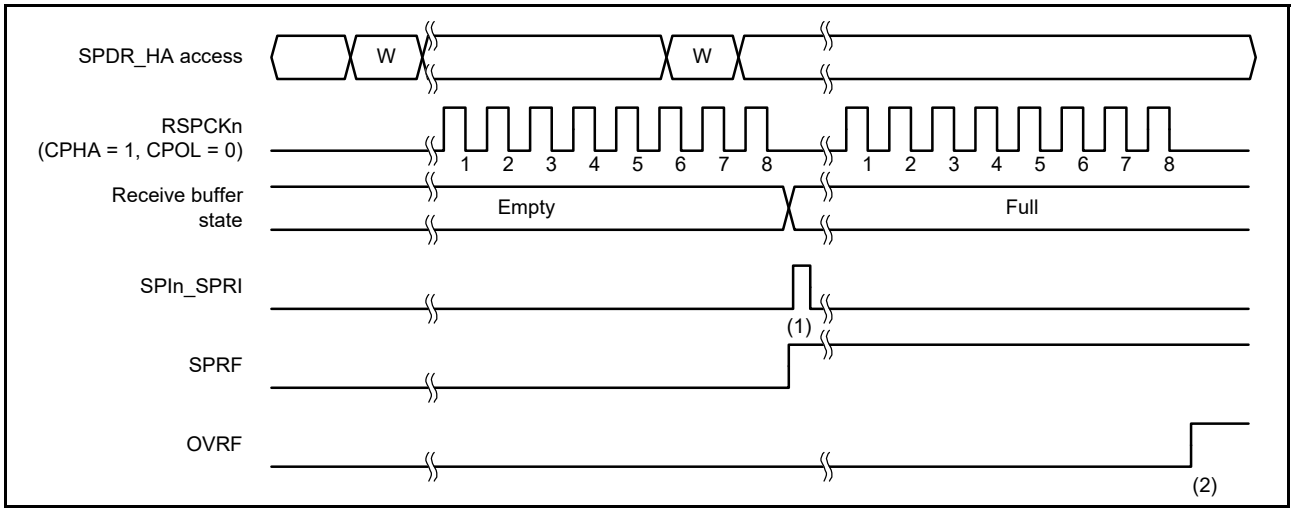
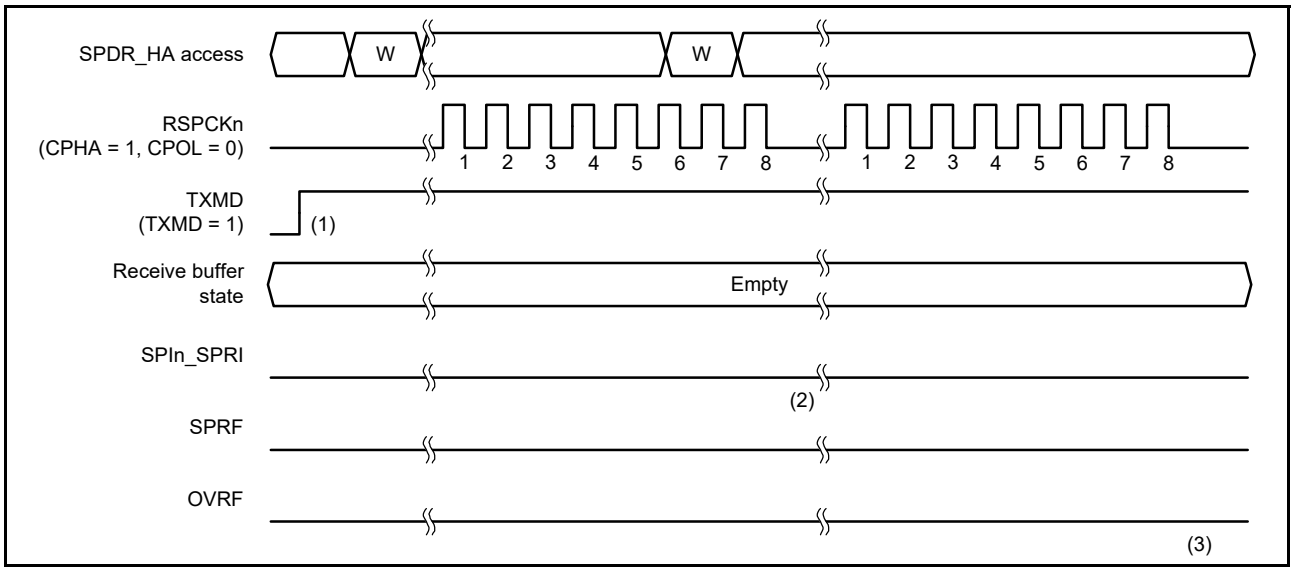

Figure 30.24 Operation example when SPCR.TXMD = 0
Figure 30.25 Operation example when SPCR.TXMD = 1
Full-duplex synchronous serial communications or transmit operations can only be selected by the communications operating mode select bit (SPCR.TXMD). The register accesses shown in Figure 30.24 and Figure 30.25 indicate the condition of access to the SPDR/SPDR_HA register, where W denotes a write cycle.
Figure 30.24 shows an example operation where the Communications Operating Mode Select bit (SPCR.TXMD) is set to 0. In the example, the SPI performs an 8-bit serial transfer in which the SPCMD0.CPHA bit is 1 and the SPCMD0.CPOL bit is 0. The numbers given for RSPCKn in the waveform represent the number of RSPCK cycles, such as the number of transferred bits.
The operation of the flags at timings (1) and (2) in Figure 30.24 is as follows:
Figure 30.25 shows an operation example where the Communications Operating Mode Select bit (SPCR.TXMD) is set to 1. In this example, the SPI performs an 8-bit serial transfer in which the SPCMD0.CPHA bit is 1 and the SPCMD0.CPOL bit is 0. The numbers given for RSPCKn in the waveform represent the number of RSPCK cycles, such as the number of transferred bits.
The operation of the flags at timings (1) to (3) in Figure 30.25 is as follows:
(1) Make sure there is no data left in the receive buffer (SPSR.SPRF flag is 0) and the SPSR.OVRF flag is 0 before entering the transmit-only mode (SPCR.TXMD = 1).
(2) When a serial transfer ends with the SPDR/SPDR_HA receive buffer empty, if the transmit-only mode is selected (SPCR.TXMD = 1), the SPSR.SPRF flag remains 0, and the SPI does not copy the data in the shift register to the receive buffer.
(3) Because the SPDR/SPDR_HA receive buffer does not hold data that was received in the previous serial transfer, even when a serial transfer ends, the SPSR.OVRF flag remains 0, and the data in the shift register is not copied to the receive buffer.